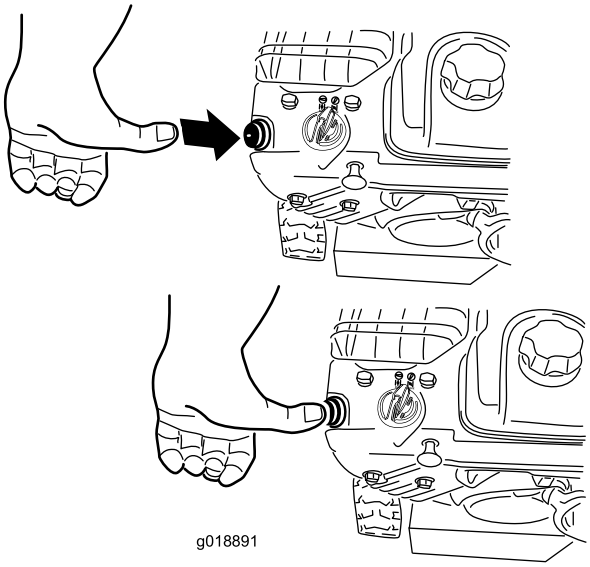

Рисунок 23
4. Энергично нажмите большим пальцем кнопку заливочного насоса два раза (при температурах -9 °C и выше) или четыре раза (при температурах ниже -9 °C), каждый раз удерживая кнопку в течение секунды перед отпусканием (Рисунок 23).